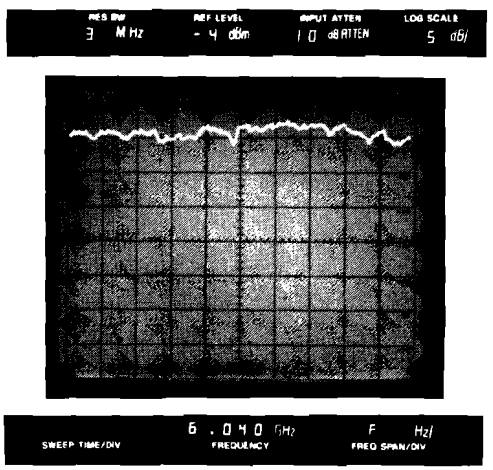

Figure 5-43. Phaselocked Spectrum Analyzer CRT Display
4. Set sweep oscillator to automatic sweep mode and check for phaselocked spectrum analyzer CRT display (Figure 5-43). If the system is breaking phaselock, repeat steps d-1 through d-3.
5. Set sweep oscillator to automatic sweep mode and check for phaselocked spectrum analyzer CRT display (Figure 5-43). If the system is breaking phaselock, repeat steps f-1 through f-4.